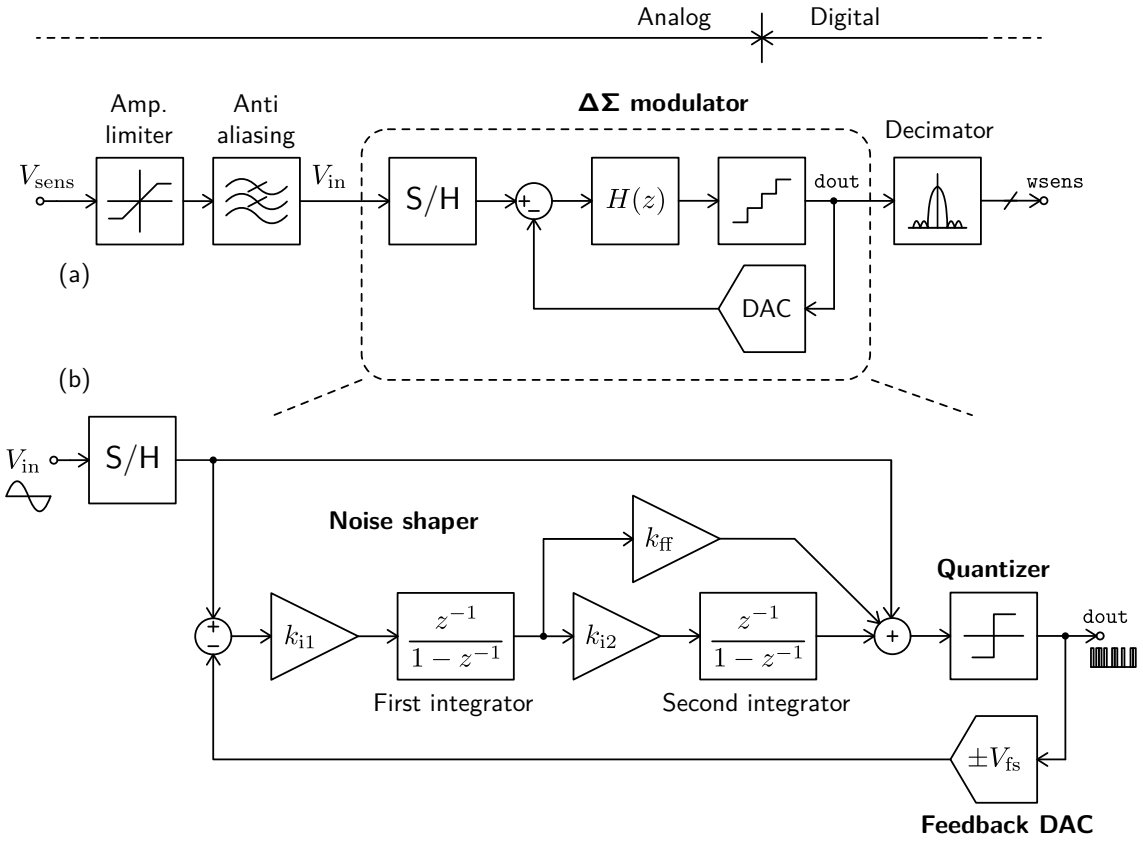

Figure 4 | General scheme of a $\Delta\Sigma$ oversampling ADC (a) and differential voltage signal model of your $\Delta\Sigma$M architecture (b).
In order to explain the capabilities of this APDK, the practical design case of Fig. 4 will be followed. This case study consists on an oversampling $\Delta\Sigma$M analog-to-digital converter (ADC), where $V_{\rm sens}$ stands for the analog differential voltage input to be sensed and `wsens` is the equivalent digital word output. The general scheme usually includes an input amplitude limiter, anti-aliasing filter and digital decimator to finally obtain the digital resolution at the Nyquist sampling rate.
The present lab exercises are focused only on the $\Delta\Sigma$M stage and its circuit implementation using switched-capacitor (SC) design techniques. In particular, the architecture chosen for your $\Delta\Sigma$M is the single-loop discrete-time topology of Fig. 4(b), where $V_{\rm in}$ and `dout` are the analog differential voltage input signal and the $\Delta\Sigma$ modulated output bit stream, respectively, while $V_{\rm fs}$ stands for the differential input full scale. A second-order single-bit solution is selected here in order to avoid both, the stability problems of noise shapers with higher order transfer functions $H(z)$, as well as the typical distortion issues due to mismatching of the feedback digital-to-analog converter (DAC) in multi-bit architectures. As shown in the equivalent differential voltage signal model of Fig. 4(b), this noise shaper topology [7] introduces nested feedforward loops to optimize signal full scale and distortion at the cost of adding an extra summer at the input of the quantizer.
Sampler capacitance: Since the CMOS implementation of your $\Delta\Sigma$M architecture of Fig. 4(b) will be based on SC circuits, a key design parameter is the capacitance value of the input sampler, which in turn will size the rest of capacitor elements through the corresponding coefficients k_{i1}, k_{i2} and k_{ff}. In this sense, the DR achievable by a differential input SC sampler of single-ended capacitance value C_{s} considering only the thermal noise contributions of the series switch can be expressed as: